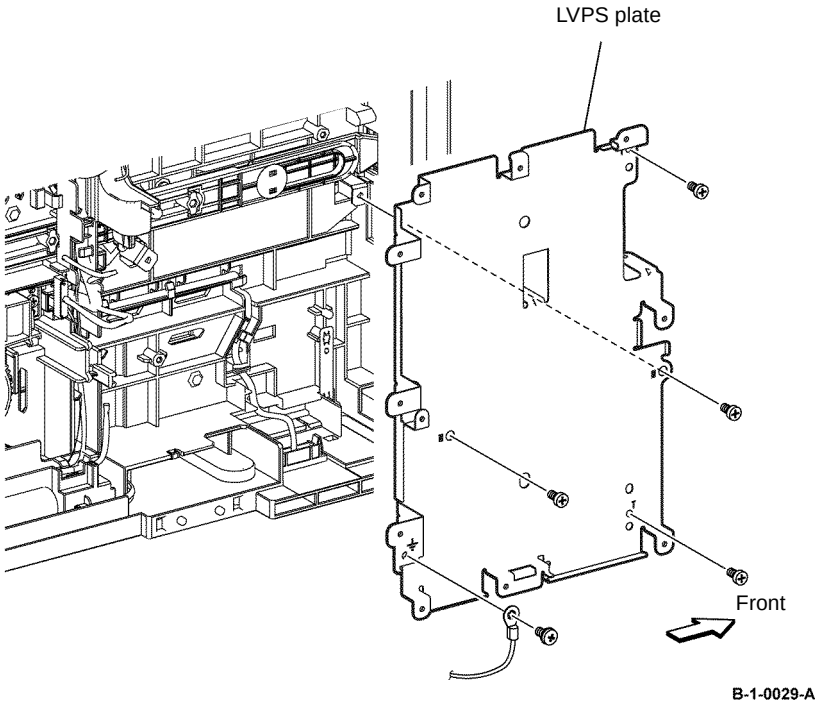

Figure 2 LVPS plate removal
13. Remove the LVPS plate, Figure 2.